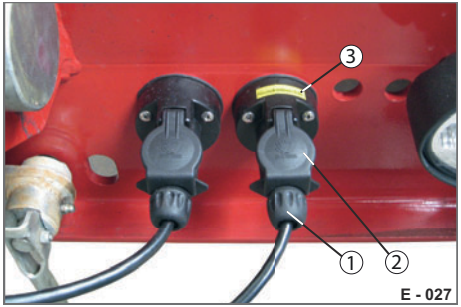

Abb. 22 Rundum-Kennleuchte einstecken
▶ Öffnen Sie den Deckel der Dose (Abb. 22/2) und stecken Sie den Stecker (Abb. 22/1) hinein. Beachten Sie die Kennzeichnung (Abb. 22/3) an der Dose für die Rundum-Kennleuchte.